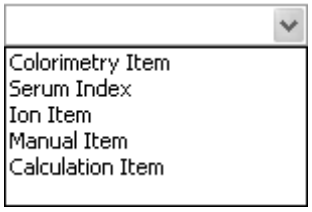

Figure 5-1-2
(1)Item Type: Select “Colorimetry Item” from the pull-down menu, as Figure 5-1-2 shows: